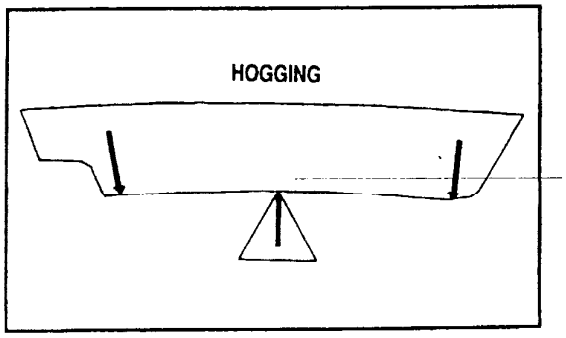

Figure 5-7. Flooding Load - Hogging
5.3.2 Flooding Load-Hogging. Flooding at the ends produces trim and increases hogging stresses, which in turn increases the tension at the top and compression at the bottom of the hull girder, as Figure 5-7 illustrates. Measures to reduce hogging stresses include: